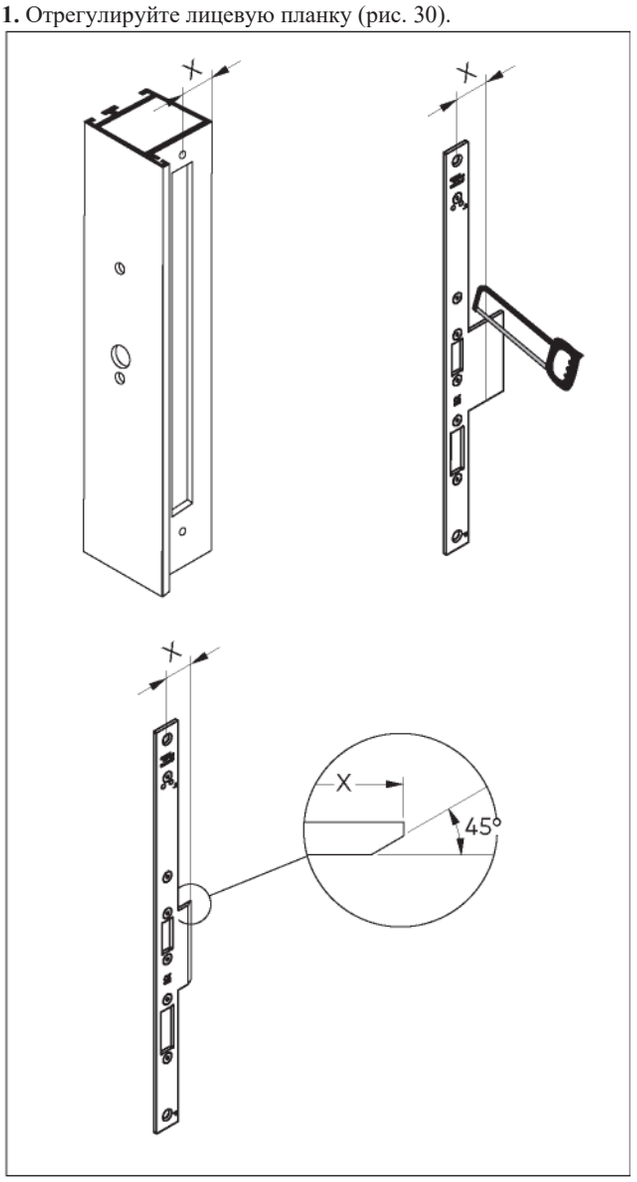

Рис. 30 Размеры и регулировки
1. Отрегулируйте лицевую планку (рис. 30).